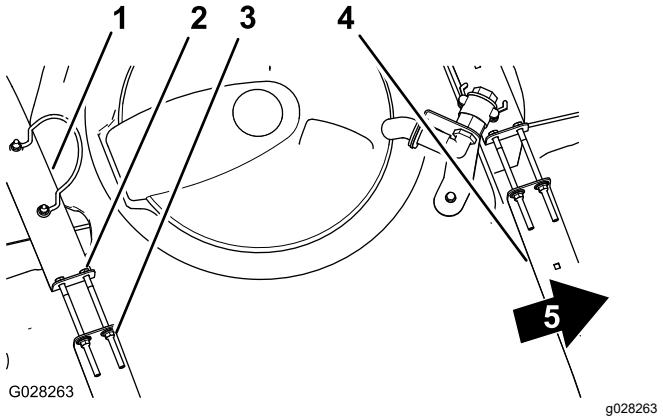

Figura 31
2. Verifique se há algum movimento entre as correias do depósito e o depósito (Figura 31).
parte superior das correias até estas ficarem justas à superfície do depósito (Figura 31).